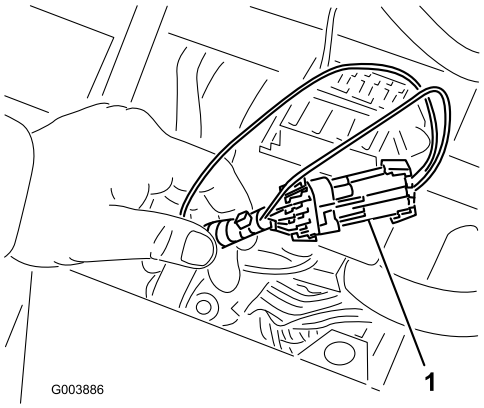

Figur 38
3. Finn ledningsfastspenneren og konnektorene nær kontrolleren (Figur 38).